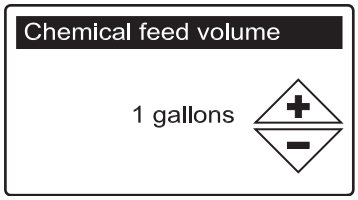

FIG. 69
7. Press the SELECT (○) button to display the Chemical feed volume or Chemical feed timer menu (See Figures 69 & 70).